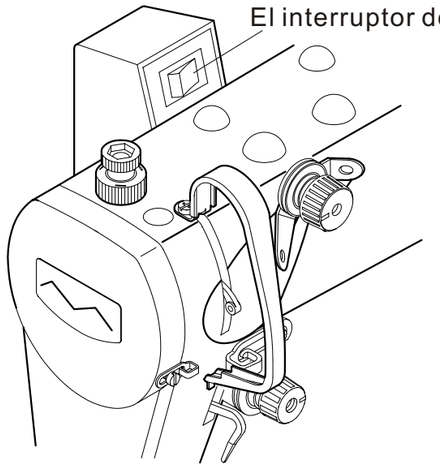

Fig. 17
(1) Por favor no afloje el tornillo fijo de la bobina electromagnética o del equipo limpiador de hilos.
(2) Coloque el interruptor del equipo limpiador de hilos en apagado cuando no lo utilice. (Fig. 17)